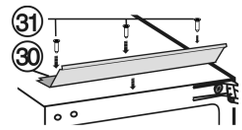

Fig. 24
- ▶ Zet de opvulstrook *Fig. 24 (30)* met schroeven *Fig. 24 (31)* in de voorgeboorde gaten vast op de bovenkant van het apparaat.